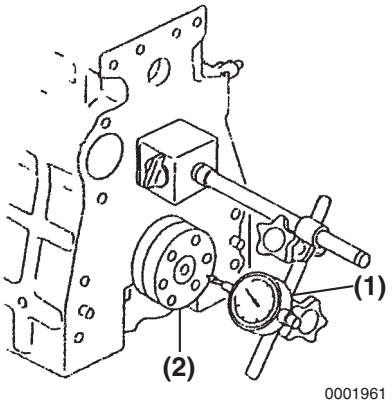

Figure 6-55
- **Method A:** Install a dial gauge **(Figure 6-55, (1))** on the cylinder block. Move the crankshaft **(Figure 6-55, (2))** in and out to measure the end play. Record the measurement.